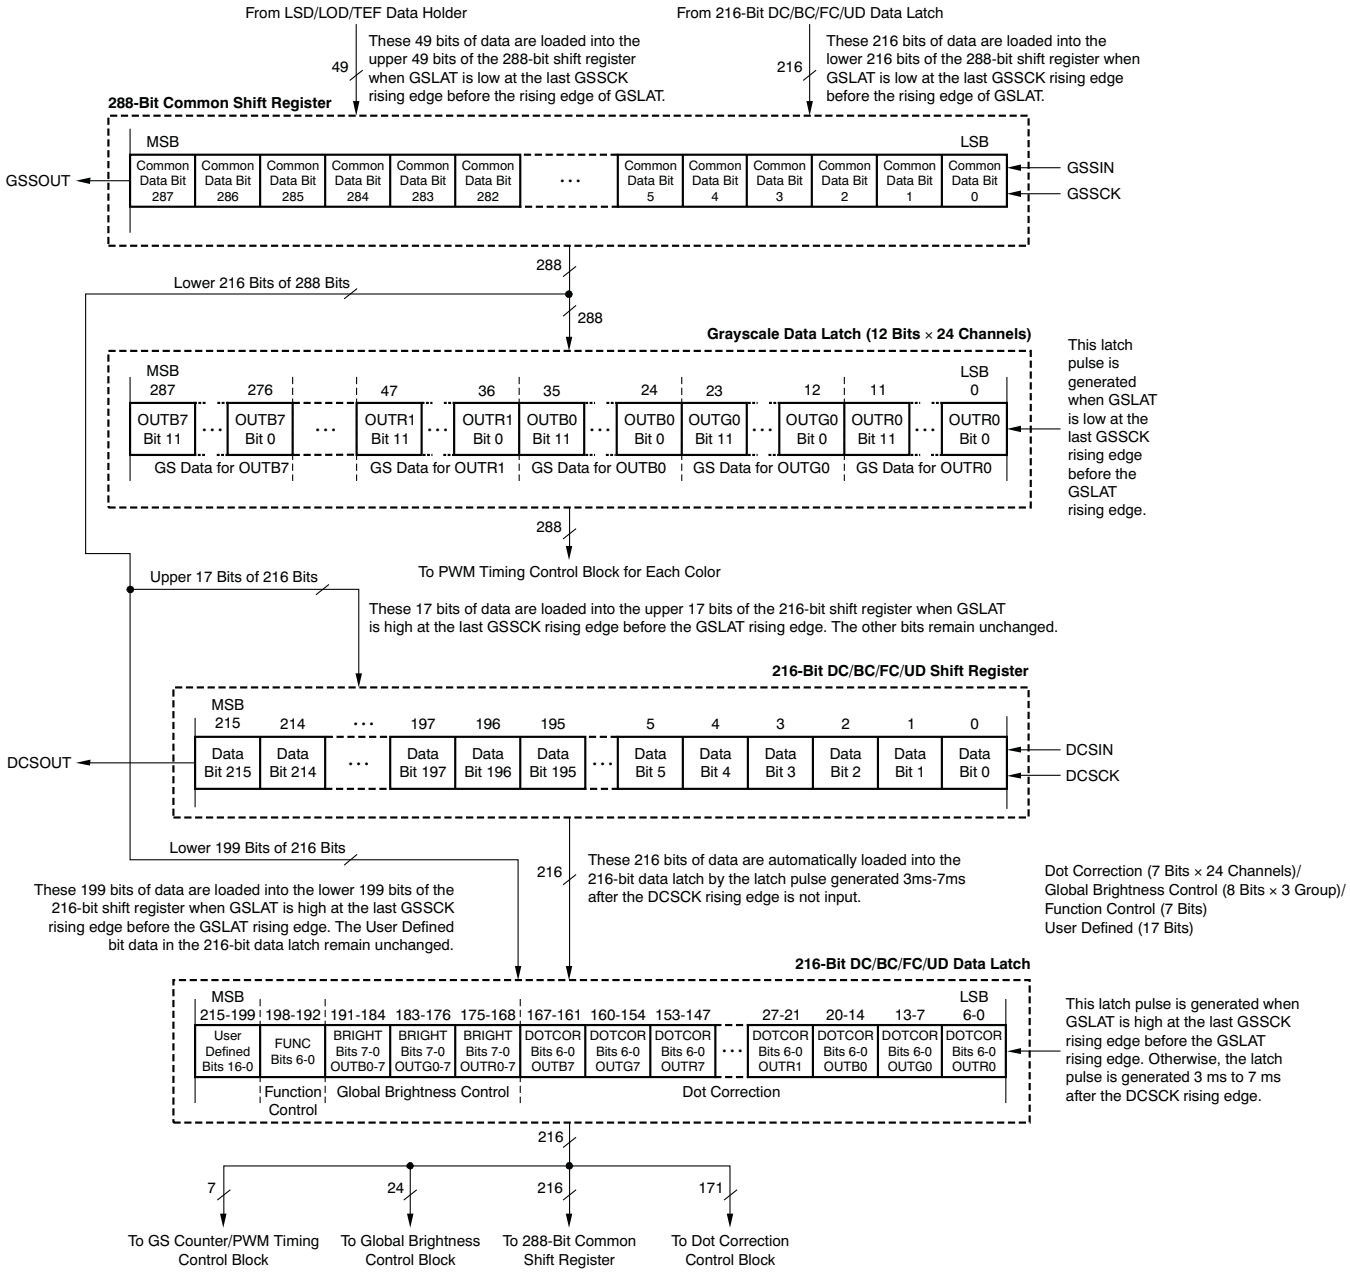

Figure 45. Grayscale Shift Register and Data Latch Configuration
The TLC5951 device has two data latches to store information: the grayscale (GS) data latch and the DC, BC, FC, and UD data latch. The GS data latch can be written as 288-bit data through GSSIN with GSSCK. The DC, BC, FC, and UD data latch can be written as data through DCSIN with DCSCK. Also, DC, BC, and FC data can be written to the DC, BC, FC, and UD data latch through GSSIN with GSSCK. UD data are written to the upper 17 bits of the 216-bit DC, BC, FC, and UD shift register at the same time. The data in the DC, BC, FC, and UD data latch can be read via GSSOUT with GSSCK. Figure 45 shows the grayscale shift register and data latch configuration.